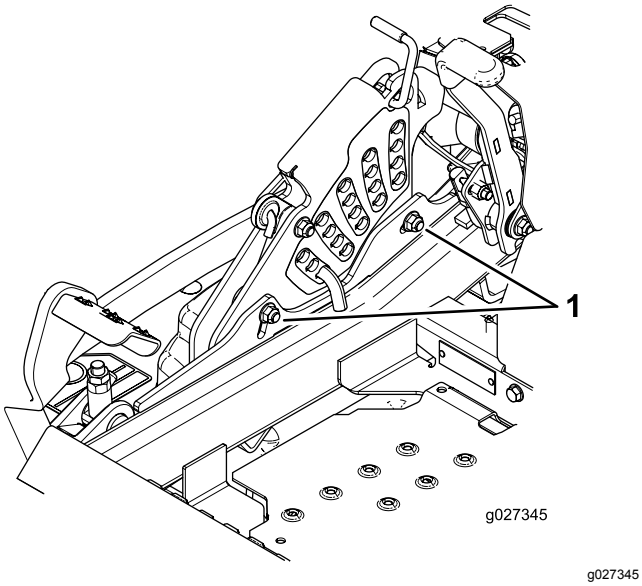

**Figuur 109**
11. Om het enkelpuntssysteem af te stellen, moet u de 2 bouten onderaan de maaihoogteplaat losdraaien (Figuur 109).
13. Draai de 2 bouten aan de onderzijde van de maaihoogteplaat vast (Figuur 109).